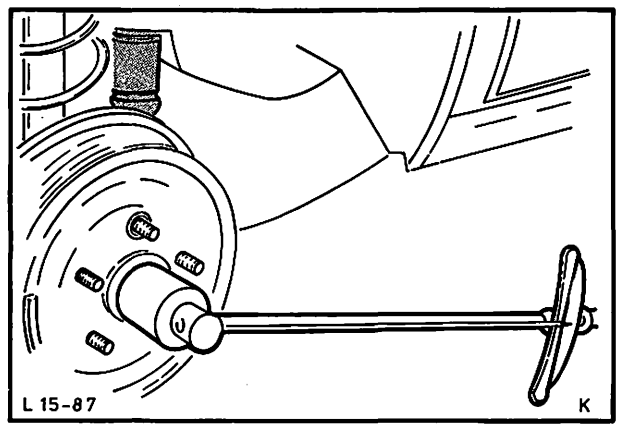

Abb. 147 Achsmutter mit vorgeschriebenem Drehmoment festziehen
8. Achsmutter mit vorgeschriebenem Drehmoment festziehen, Abb. 147. Sicherungsring – Achsmutter montieren.